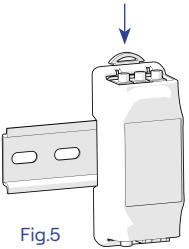

Fig.5
4. La CT box (codici: PM02M, PM02T, PM02T100) può essere fissata su guida DIN, bloccata tirando e rilasciando l'apposito gancetto (Fig 5). La CT box compatta (codici: PM03M, PM03T30, PM03T100) può essere semplicemente riposta liberamente all'interno del quadro elettrico.